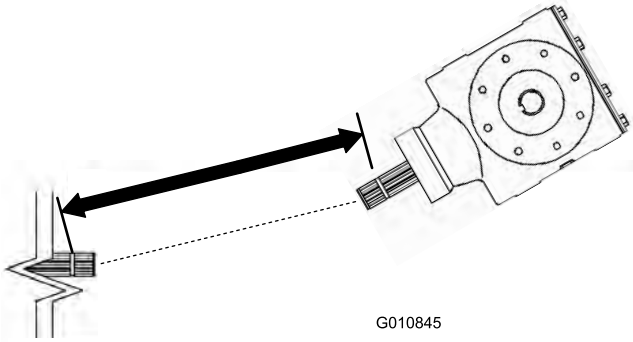
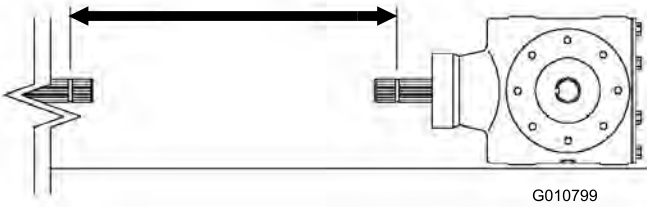
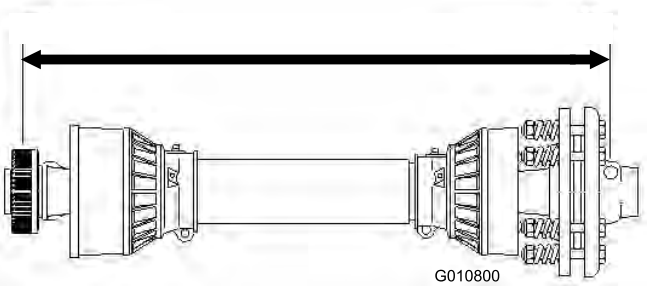

Figur 10
Figur 12
Figur 13
3. Mål afstanden fra ventilen på enden af traktorens kraftudtagsaksel til ventilen på kraftudtagsakslen på dybdelufterens gearkasse (Figur 10). Noter denne afstand. Eksempel: 67 cm.
5. Mål afstanden fra ventilen på enden af traktorens kraftudtagsaksel til ventilen på kraftudtagsakslen på dybdelufterens gearkasse (Figur 12). Noter denne afstand. Eksempel: 70 cm.
6. På kraftudtagsakslen skal du måle afstanden fra midten af kuglelåsepinden på den ene ende til midten af låsepindsknappen på den anden ende (Figur 13). Noter denne afstand. Eksempel: 81 cm.
7. Brug det mindste af de to mål i Figur 12 og Figur 10, og træk den afstand fra afstanden i Figur 13. Eksempel 81 cm minus 67 cm er lig med 14 cm.